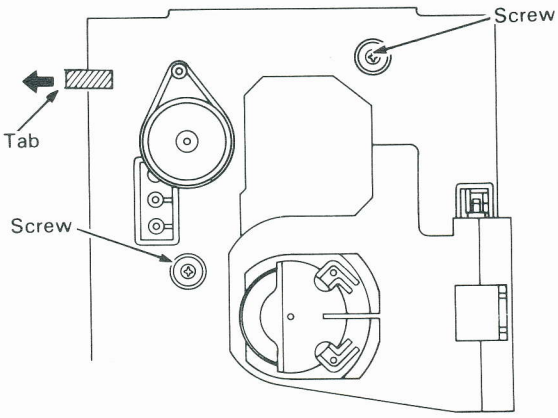

Fig. 4
- Die 2 Schrauben herausdrehen (s. Fig. 4).
- Remove the 2 screws (see fig. 4)